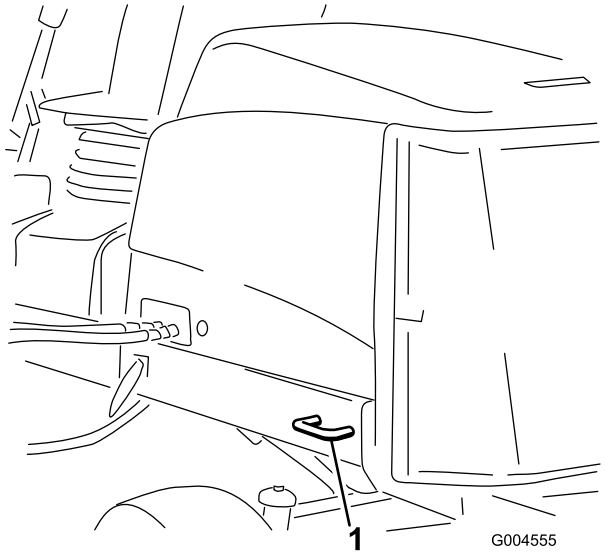

Figur 23
- **Baksiden av maskinen** – på hver side av maskinen på den bakre rammen (Figur 23)